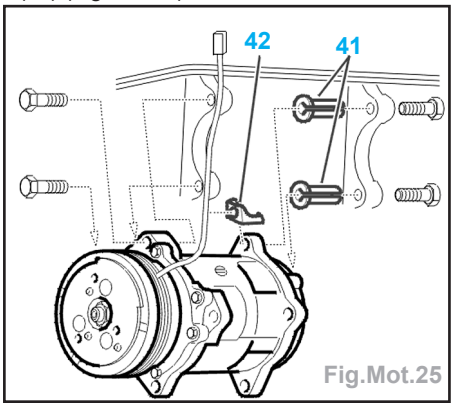

Fig.Mot.25
- la vis (39) à 5 daN.m,
- la vis (40) à 3,5 daN.m.
- Au niveau du compresseur de climatisation, vérifier la présence des deux entretoises (41) (Fig.Mot.25).